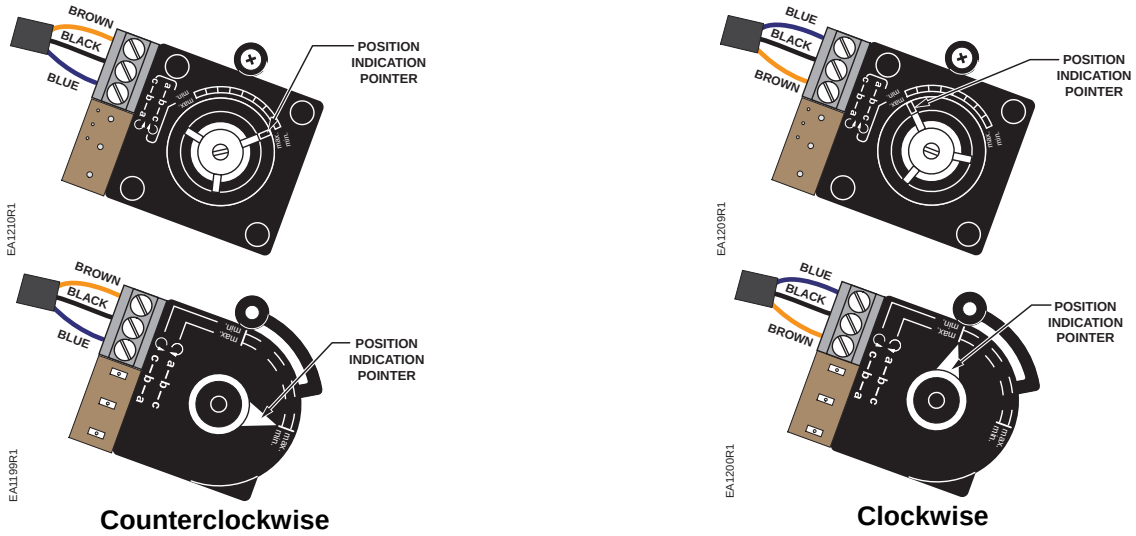

Figure 17. Reversing Rotational Direction on the ASZ Potentiometer.
3. Disconnect the blue and brown wires from the terminal block located on the ASZ… potentiometer circuit board and reverse. The black wire remains connected to the middle terminal. See Figures 17 and 17a.
- Manually rotate the potentiometer position indication pointer **exactly** to the other end mark (see Figure 17).
10. Disconnect the blue, black and brown wire from the potentiometer terminal block. See Figure 17.
2. Align the potentiometer alignment screw hole with the hole in the gray plastic housing and install the potentiometer alignment screw. See Figures 17 and 17a.
4. If installing a potentiometer without gear, manually rotate the potentiometer pointer until the pointer is **exactly** in the “min” position. See Figure 17. Firmly tighten the black potentiometer cam attachment screw while manually holding the potentiometer pointer in alignment. Check the alignment again.
6. Connect the bundled blue, black and brown potentiometer wires to the terminal block located on the ASZ… potentiometer board. See *Potentiometer Installation* and Figures 17 and 17a.